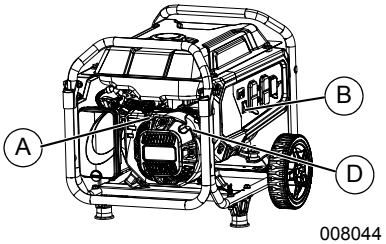

Figure 3-2.Engine Controls
3. See ***Figure 3-2***. Open the fuel shut-off valve (A).
4. Turn engine RUN/STOP switch (B) to RUN. See ***Figure 3-2***.
6. See ***Figure 3-2***. Firmly grasp recoil handle (D) and pull slowly until increased resistance is felt. Pull rapidly up and away.